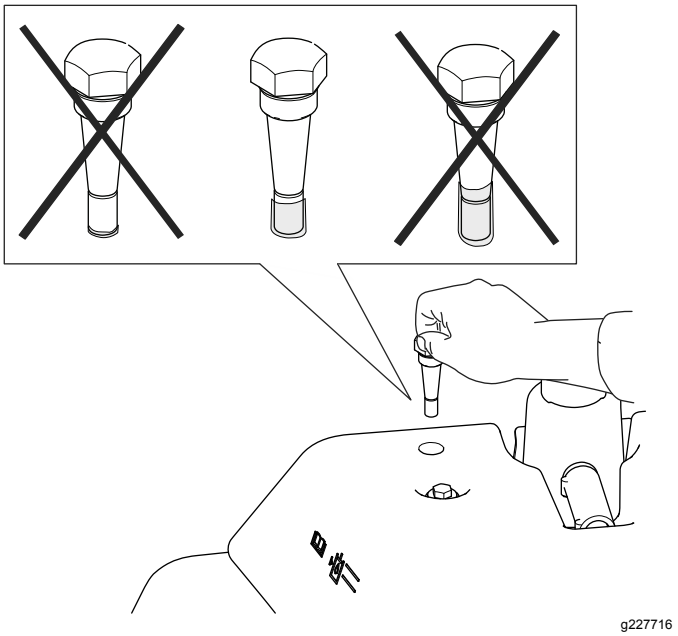

Figur 49
4. Fjern peilestaven, og kontroller væskenivået. Hvis det er mellom merkene på peilestaven, er nivået tilstrekkelig. Hvis væskenivået ikke er mellom merkene, må du justere væskenivået deretter (Figur 49).